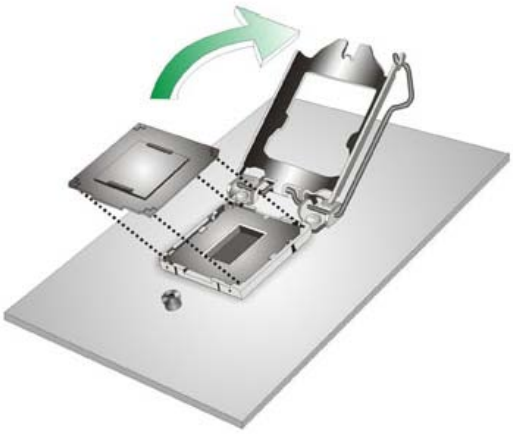

Figure 4-2: Remove Protective Cover
Step 2: **Open the socket and remove the protective cover.** The black protective cover can be removed by pulling up on the tab labeled “Remove”. See **Figure 4-2.**